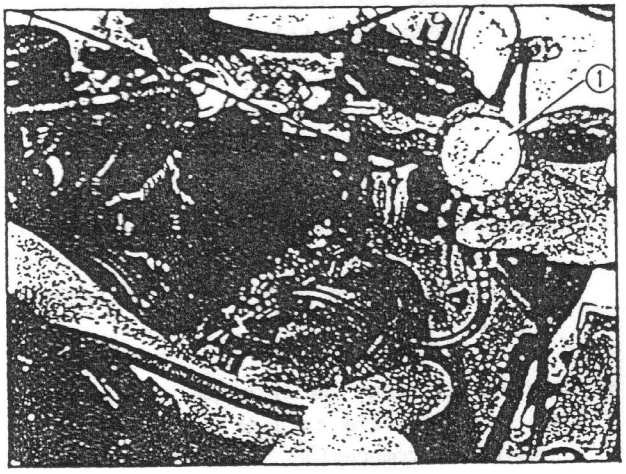

Fig. 3-8-10
2) Instale el vacuómetro (A) de la manera indicada en la Fig. 3-8-10. Instale un tacómetro de motor.